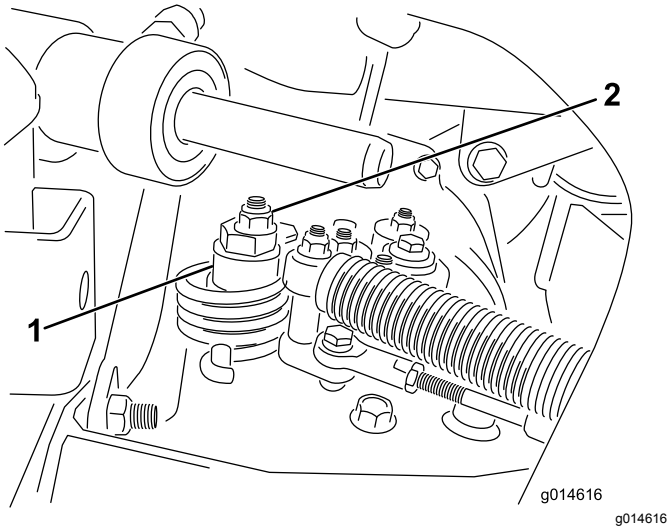

**Figur 32**
A. Løsn møtrikken, der fastgør den excentriske bolt til den øverste del af hydrostaten (Figur 32).
C. Drej den excentriske bolt, indtil der ikke forekommer krybning i nogen retning. Når hjulet holder op med at dreje, skal den møtrik, der låser den excentriske bolt og justeringen, tilspændes (Figur 32). Kontroller indstillingen med gashåndtaget i positionen LANGSOM og HURTIG.